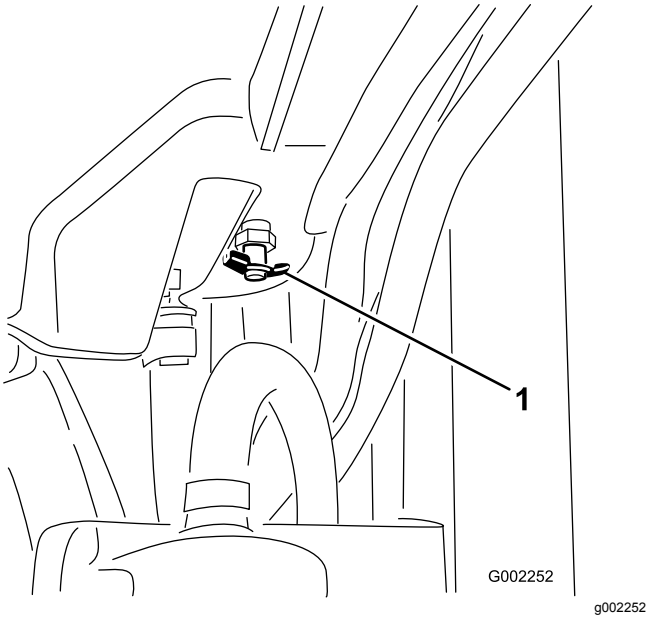

Figur 91
4. Öppna tömningsventilen och låt kylvätskan rinna ned i kärlet (Figur 91).
5. Stäng tömningsventilen (Figur 91).